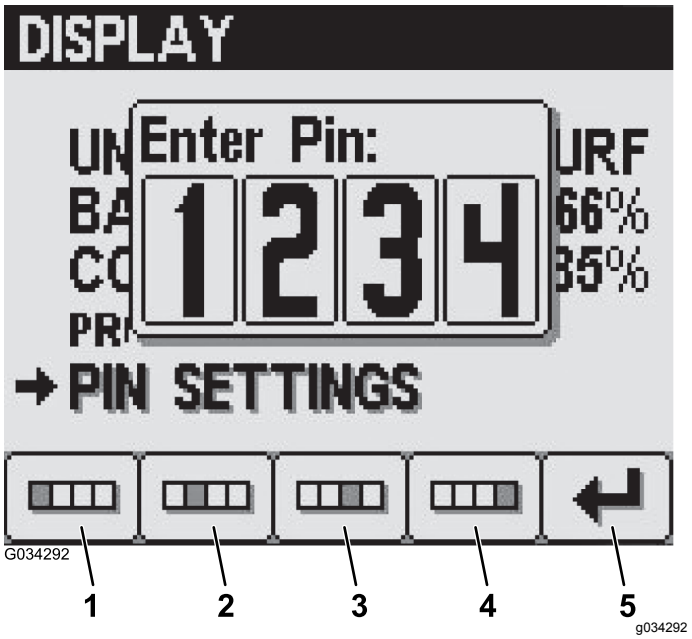

図 25
2. ボタン 14 を使って PIN を入力し、入力が完了したらボタン 5 を押す図 25。
4. ボタン 14 を使って PIN を入力し、入力が完了したらボタン 5 を押す図 25。